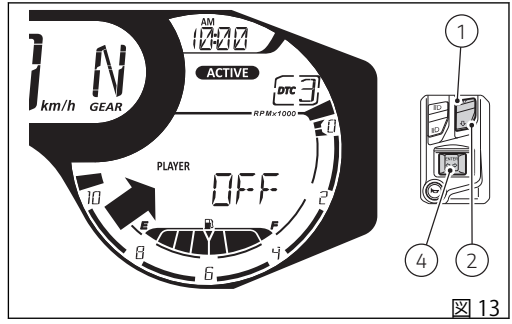

図 13
Bluetooth モジュールが搭載され、スマートフォンが接続されている場合、メニュー内 (ページ 114 参照) から “PLAYER” 機能 (図 13) を利用できます。この機能で音楽再生を管理します。
プレーヤーが起動していない場合 (図 13)、インストルメントパネルは “PLAYER” の項目と "OFF" の文字を表示します。プレーヤーを起動するには、ボタン (1) を 2 秒間押します。